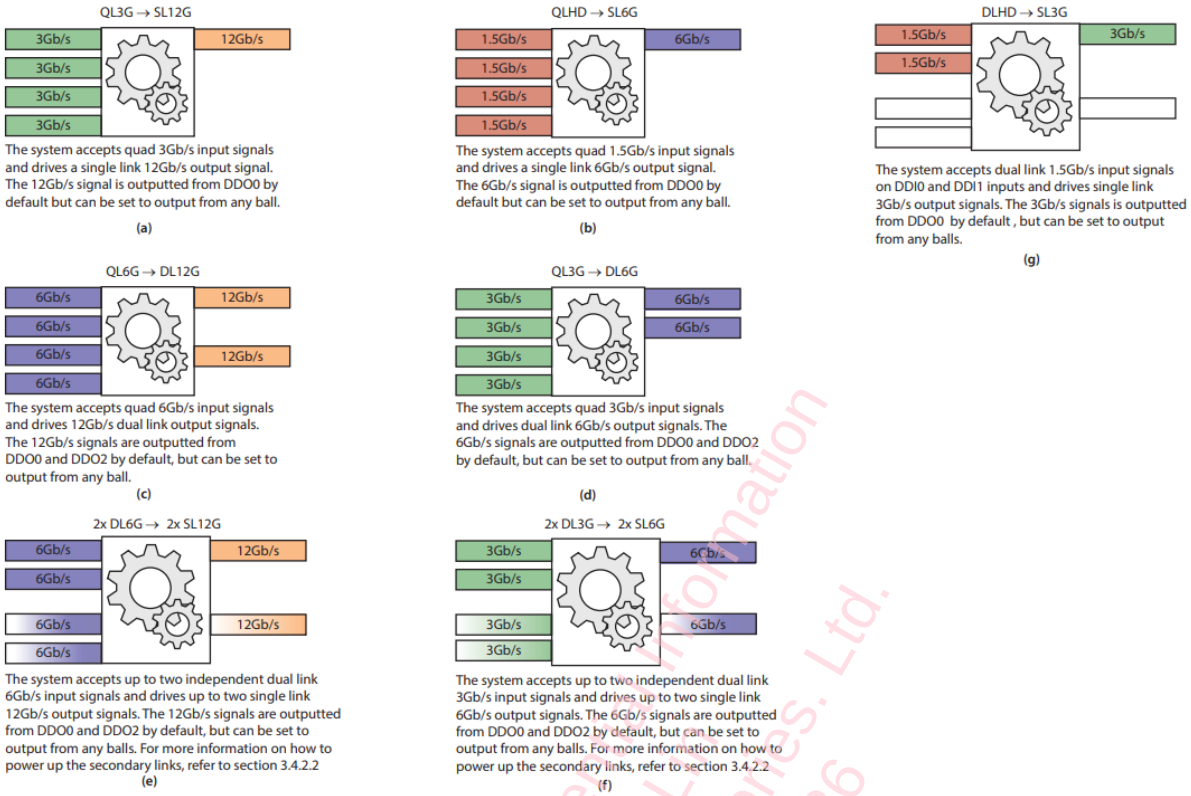

Figure 3-4: Multiplex Conversion Modes
In MUX Mode, conversion modes are illustrated in Figure 3-4. Conversion modes can be selected either manually (default) or a semi-auto option can be selected using register **MANUAL_RATE** bit.
- In Figure 3-4 e) and f), solid coloured inputs use path M0 and gradient coloured inputs use path M1. See Section 3.4.3.2 for further details.